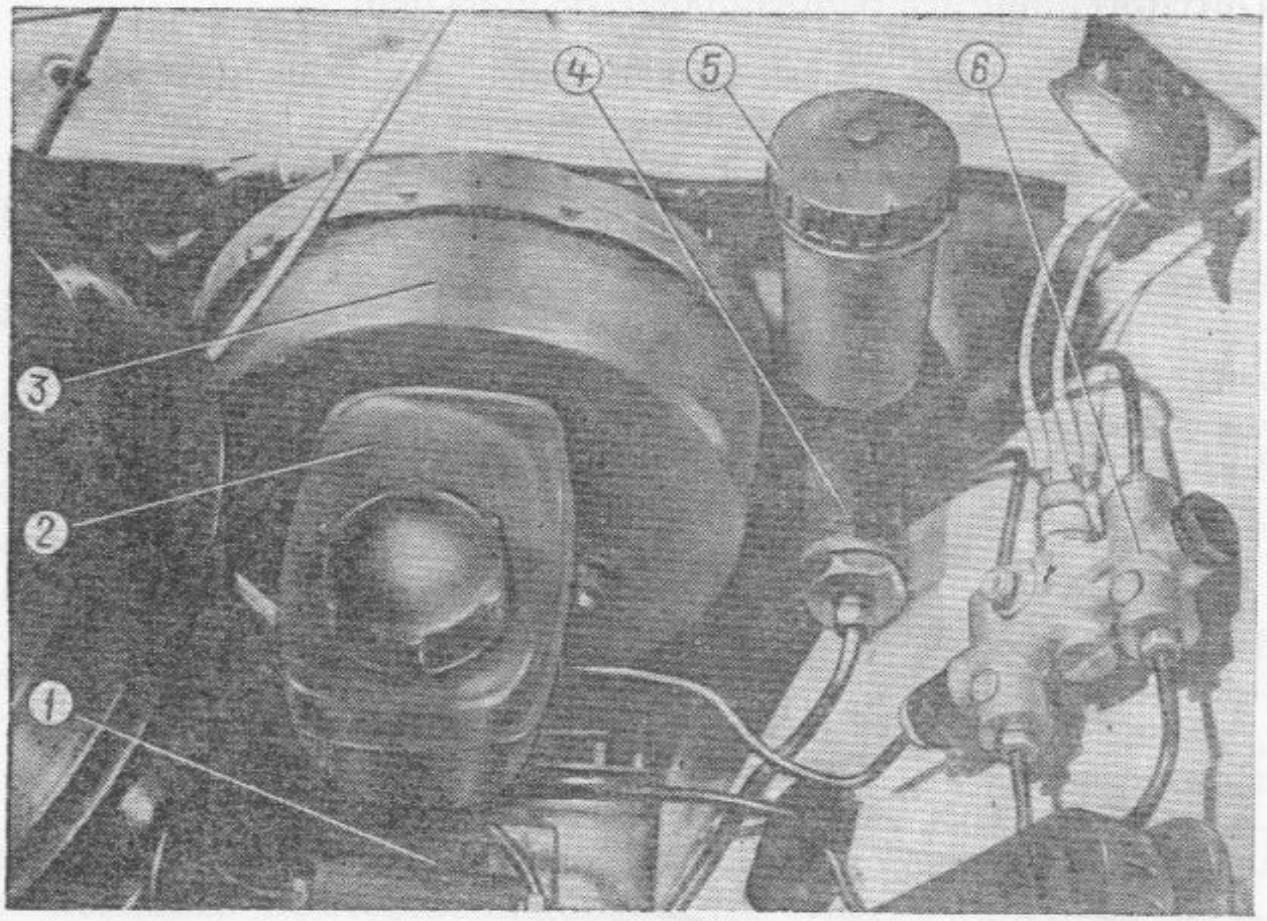

Bild 51. Anordnung der Hauptzylinder für hydraulische Betätigung der Kupplung und der Fußbremse im Raum unter der Motorhaube :
— im Behälter 5 (Bild 51) der hydraulischen Bremsbetätigung — 10—15 *mm* unter dem Rand des Einfüllstutzens ;
1. Behälter 5 (Bild 51) mit Bremsflüssigkeit so nachfüllen, wie oben beschrieben, und Kupplungspedal einige Mal niedertreten.
1. Behälter *2* (Bild 51) mit Bremsflüssigkeit bis zur Marke „max" füllen und Bremspedal einige Mal niedertreten.
1. Behälter 2 (Bild 51) mit Bremsflüssigkeit bis zur Marke „max" füllen und Bremspedal einige Mal niedertreten.